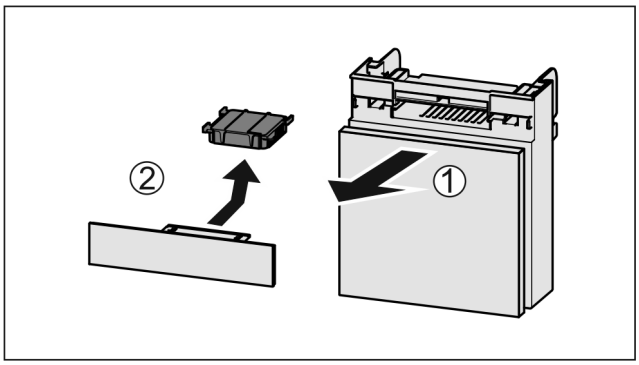

Fig. 226
▶ Extraire le compartiment par l'avant *Fig. 226 (1)*.
▶ Sortir le filtre à charbon actif *Fig. 226 (2)*.